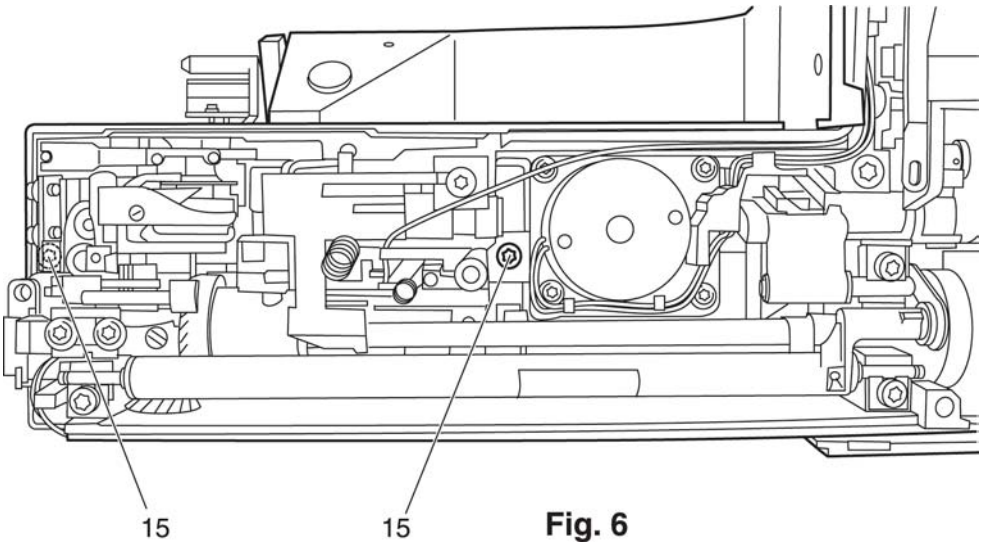

Fig. 6
- Remove the two fastening screws 15 (fig. 6).